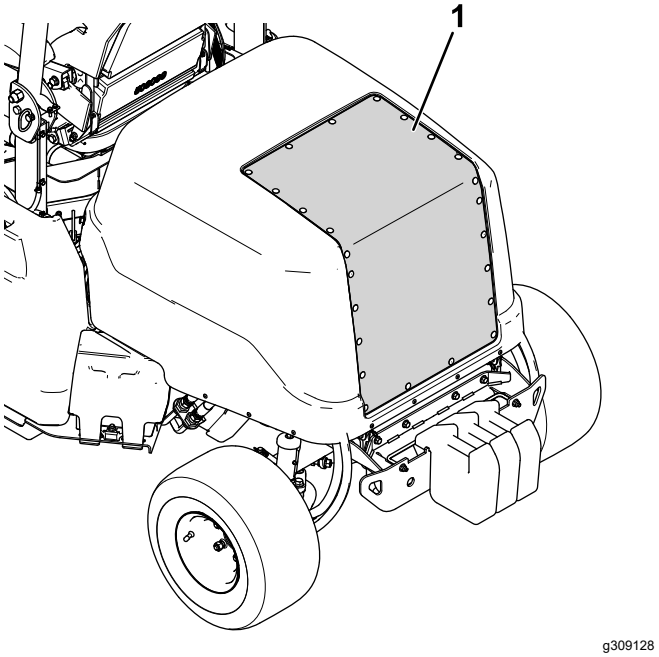

Figuur 69
2. Reinig het motorkapscherm met perslucht (getoond in Figuur 69). Richt de lucht uit de machine.